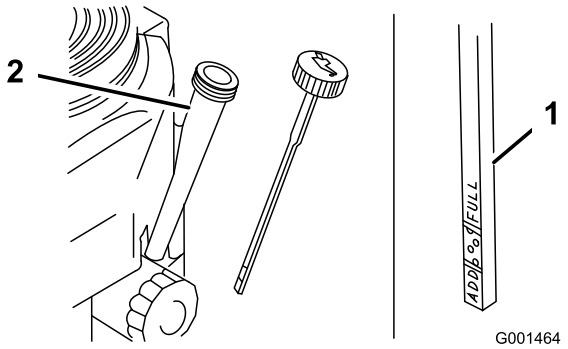

Figura 28
4. Limpie alrededor de la varilla de aceite (Figura 28) para impedir que caiga suciedad por el orificio de llenado y cause daños en el motor.
5. Desenrosque la varilla de aceite y limpie el extremo (Figura 28).
6. Deslice la varilla a fondo en el tubo de llenado, pero no la enrosque en el tubo (Figura 28).
9. Vierta lentamente un 80% aproximadamente de la cantidad especificada de aceite por el tubo de llenado (Figura 28).